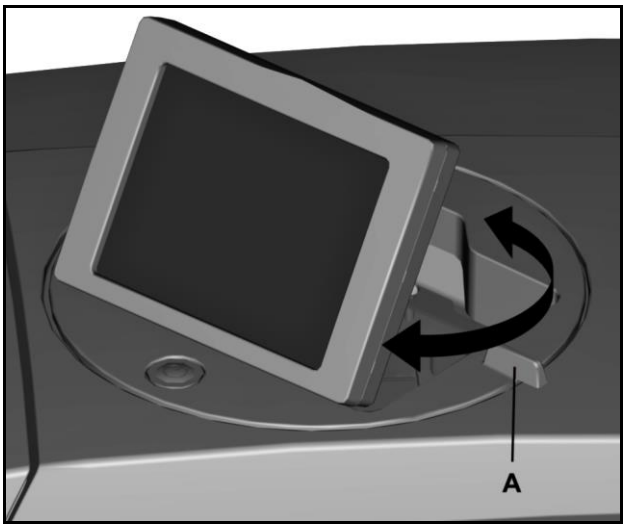

Figura 13 Rotirea panoului tactil
2 Rotiţi panoul tactil cu ajutorul mânerului (A) pentru a-l aduce în poziţia dorită (a se vedea "Figura 13 Rotirea panoului tactil”).